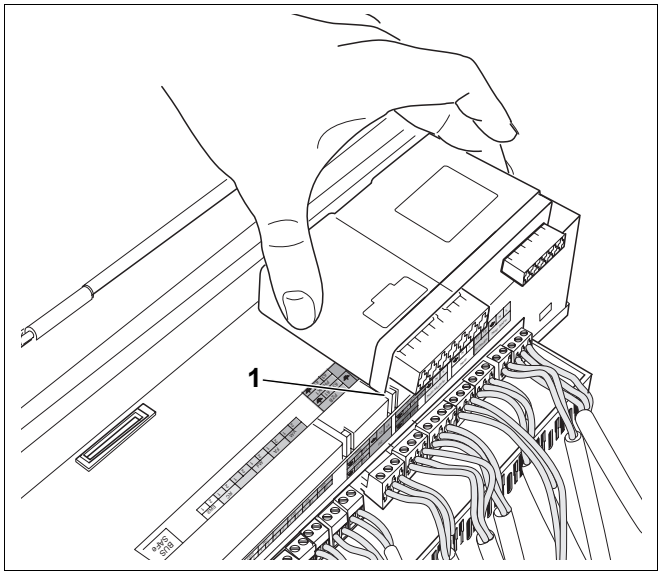

Рис. 9 Установка функциональных модулей
- Ввести наружные задние крюки функционального модуля в язычок (рис. 9, **поз. 1**) на системе управления.
- Нажать вниз на переднюю сторону модуля (рис. 9).